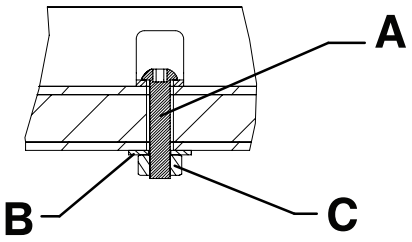
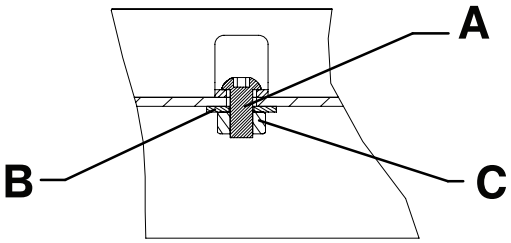

Figur 12 – Styrskenor för golvfäste – vy 5A
Figur 13 – Styrskenor för bordfäste – vy 5B
5. Förankra styrskenorna i golvet eller bordet med två M8-skruvar med runt huvud (A), två M8-planbrickor (B) och två M8-muttrar (C) (medföljer ej) (Figur 12 eller Figur 13).